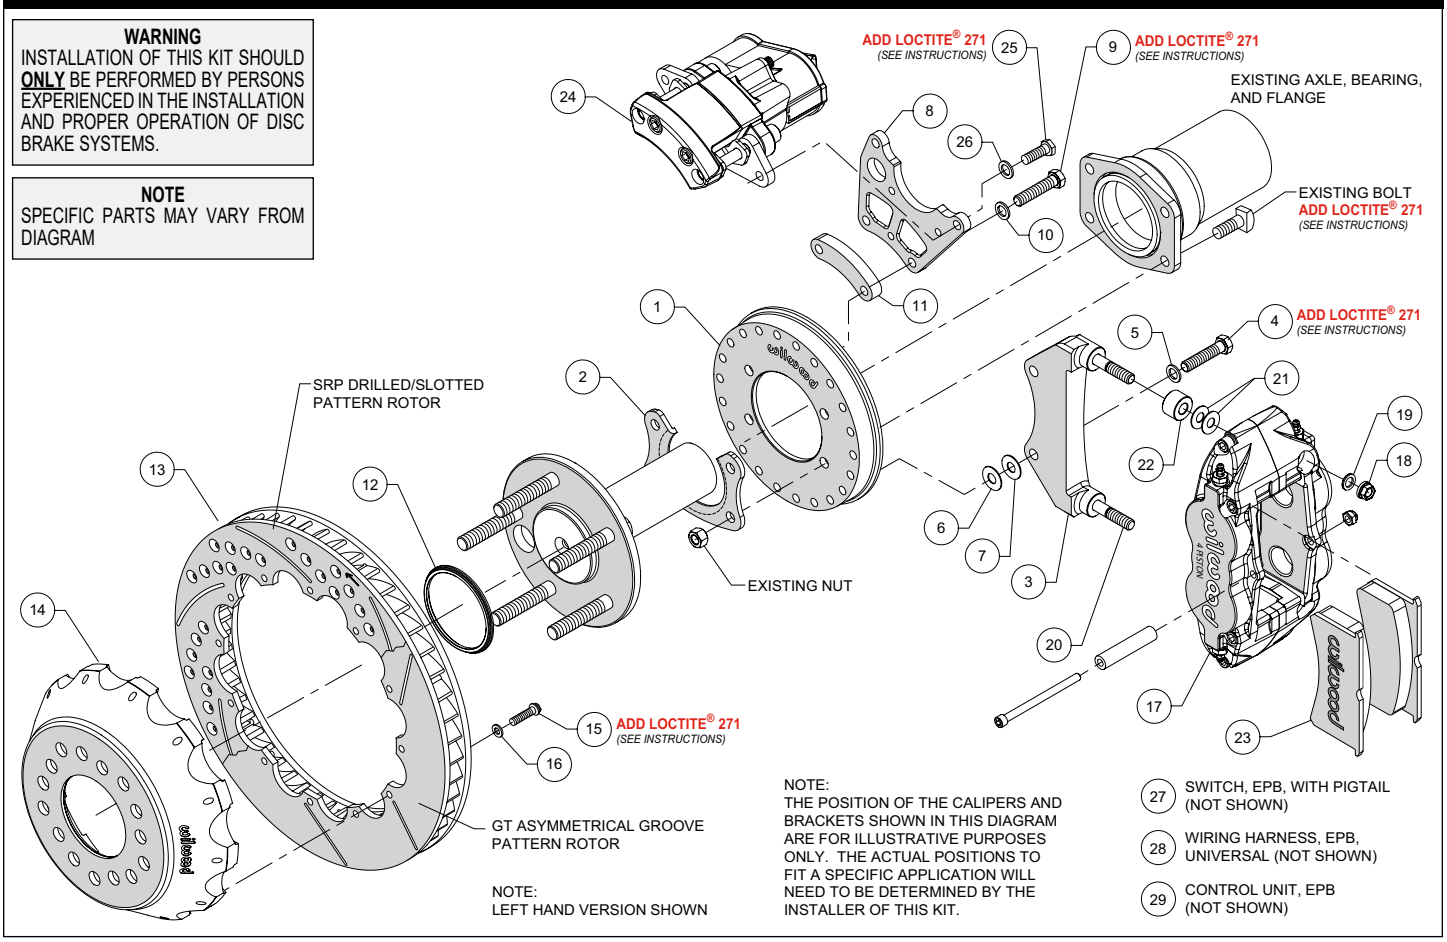

Figure 1. Typical Installation Configuration
(numbers in parenthesis refer to the parts list, and Figure 1 on the preceding pages):
•Orient the backing plate (1) as shown in Figure 1 and Photo 1, and slide it onto the axle housing flange. Ensure the backing plate fits flush against the axle housing flange. Reinstall the axle into the axle housing.
•Install the bearing retainer (2) with the opening pointing upward and the lip facing inward (toward the bearing), as shown in Figures 1 and 4, and Photo 2. Secure retainer and backing plate to the axle housing flange using the Original Equipment Manufacturer (OEM) bolts and nuts, Figure 1 and Photo 3. Apply red *Loctite*® 271 to the OEM bolt threads and torque to OEM specifications.